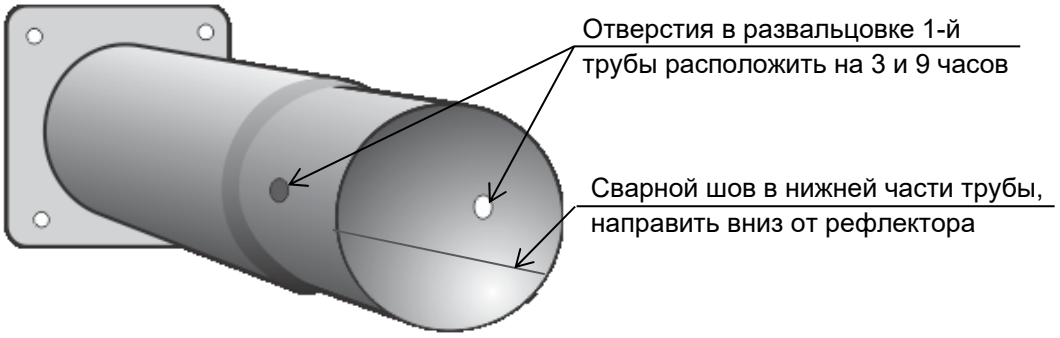

Рисунок 6.5.2
4. Вставить первую со стороны горелки трубу в первые два подвеса. Первая и вторая трубы устанавливаются сварным швом вниз (рис. 6.5.2). На трубах с турбулизаторами нанесены этикетки, они указывают расположение труб в системе.
7. Соединение 1-ой и 2-ой трубы модели masterSchwank 50 осуществляется при помощи заклепок. Для этого необходимо просверлить отверстия в трубах (рис. 6.5.2) диаметром 7 мм на расстоянии 15 мм от края отверстия до края трубы так, чтобы 2 отверстия на обжатом конце располагались на 3 и 9 часов (рис. 6.5.2)